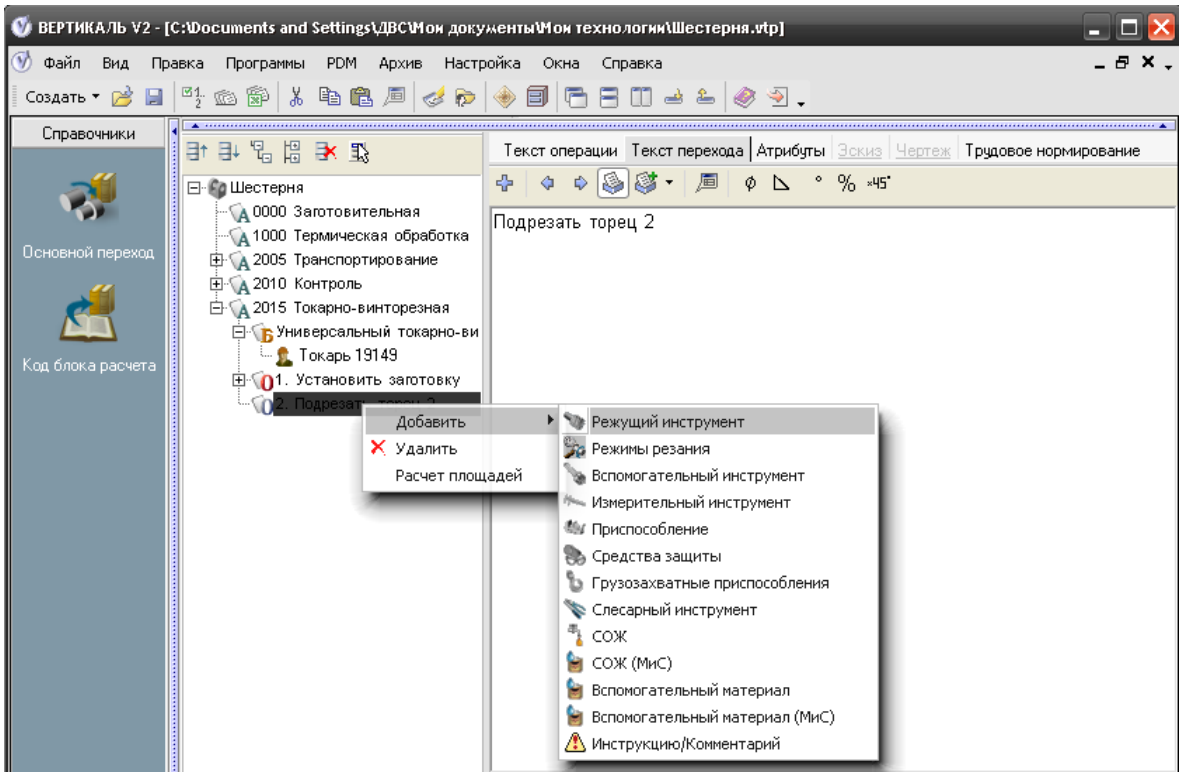

Рисунок 6.4 – Додавання даних про різальний інструмент у дерево ТП
2. У контекстному меню (рис. 6.4) вибрати пункти **Добавить – Режущий инструмент.**